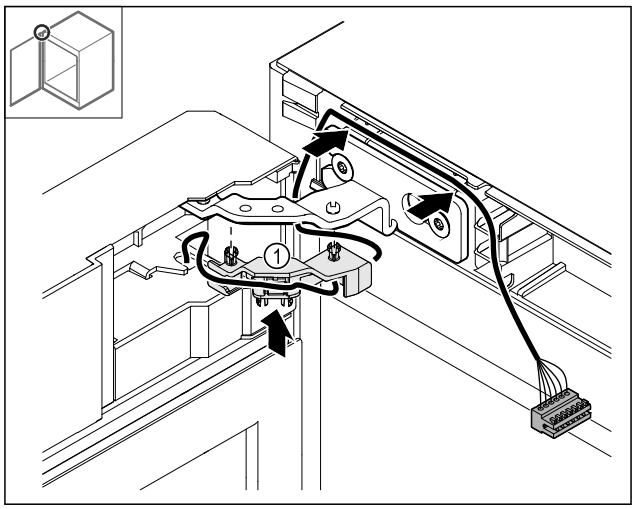

Fig. 48
- ▶ Kabelhouder *Fig. 48 (1)* in het scharnier drukken.